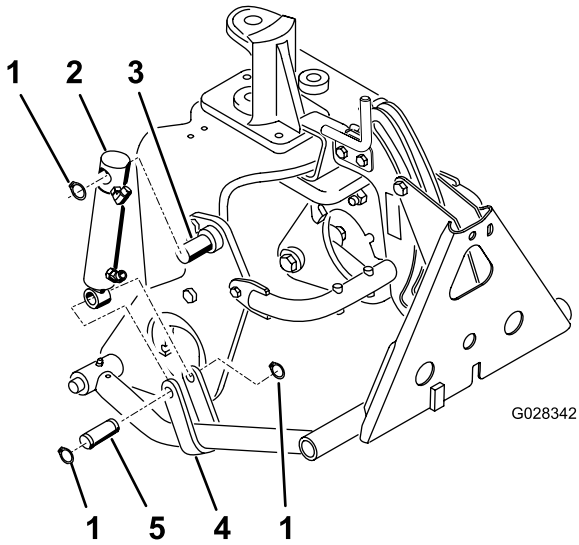

Figura 19
3. Monte a parte de cima da extremidade do cilindro hidráulico ao pino no lado direito da placa do arado com um anel de retenção (Figura 19).
4. Monte a haste do cilindro às correias dos braços com um pino e 2 anéis de retenção (Figura 19).